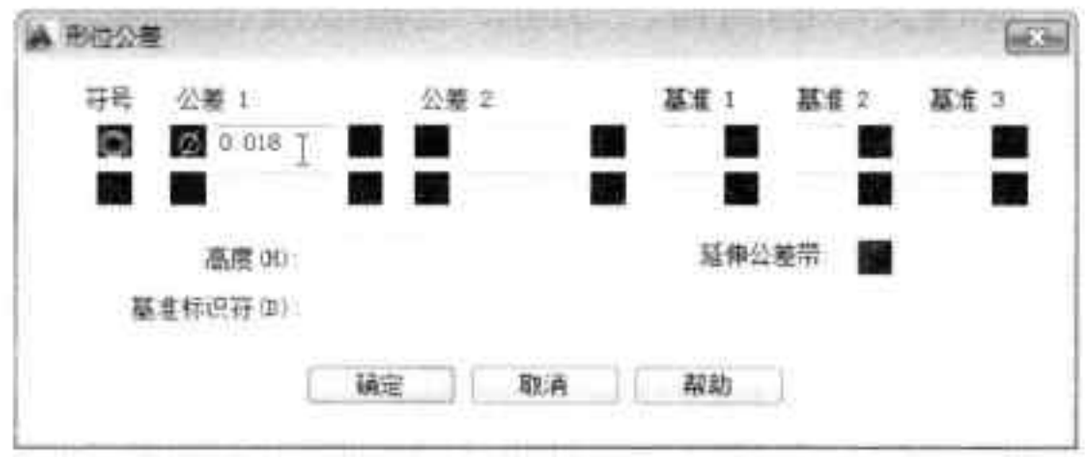

图9-49 输入公差值
Step 04 在其后方文本框中，输入公差数值，如图 9-49 所示。